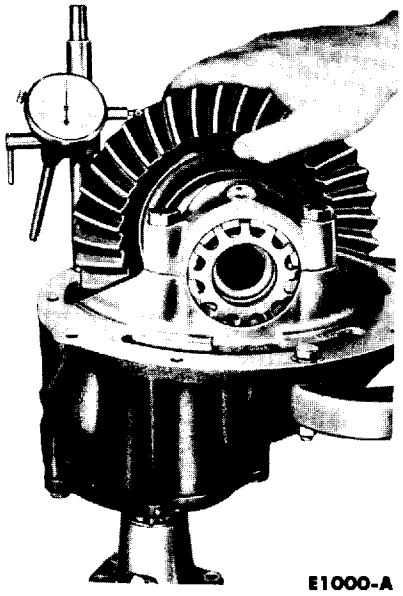

FIG. 3—Backlash Check
3. Remove the axle shaft (Fig. 3, Part 6-1) and the drive shaft.
Set up a dial indicator (Fig. 3) and check the backlash at several points around the drive gear. Backlash should be within specification.